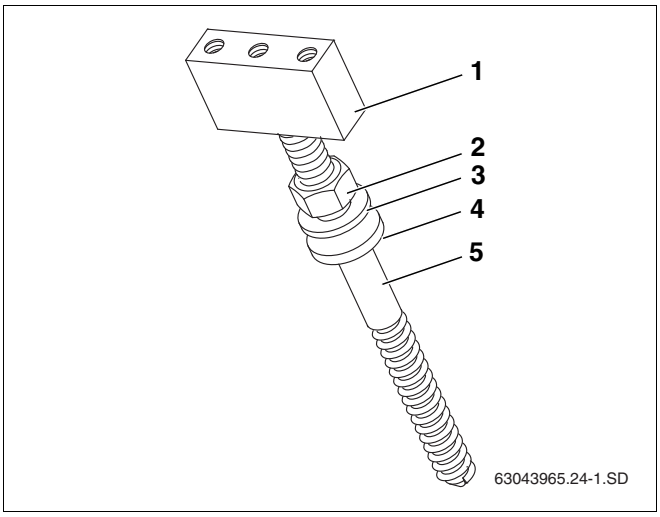

Рис. 23 Порядок сборки шпильки
- При монтаже шпилек соблюдайте последовательность сборки (рис. 23).
- Заверните до упора бобышку (рис. 23, **поз. 1**) на шпильке (рис. 23, **поз. 5**).